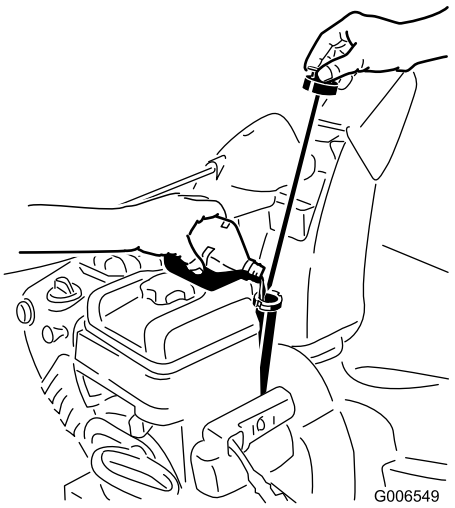

Figur 33
2. Ta ut peilestaven, og kontroller oljenivået (Figur 33). Hvis oljenivået er under Add-merket på peilestaven må du fylle på mer olje. Se Fylling av olje i motoren.